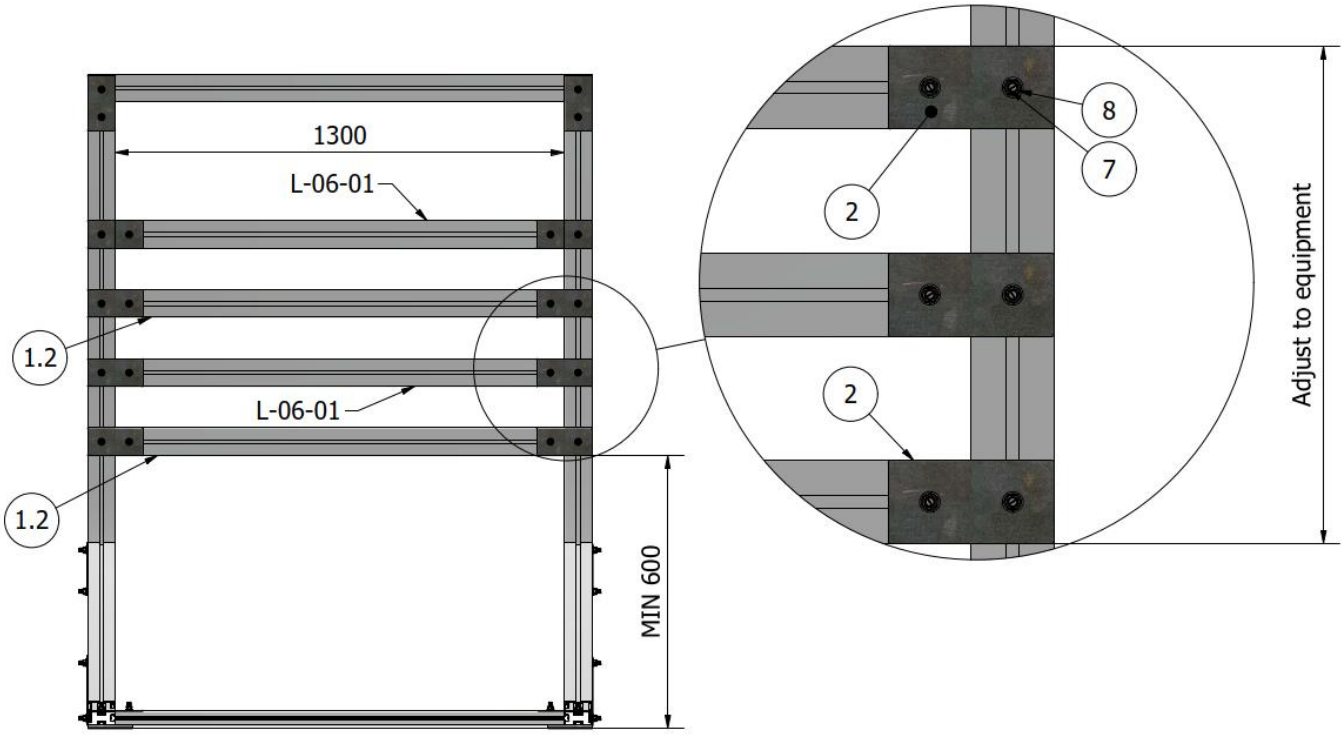

RYS. 10 Montaż poprzeczek
*) Po dokupieniu dodatkowego zestawu **L-06-01** należy zamocować go w sposób analogiczny do montażu poprzeczki, zgodnie z rys. 10. Zestaw **L-06-01** zawiera: